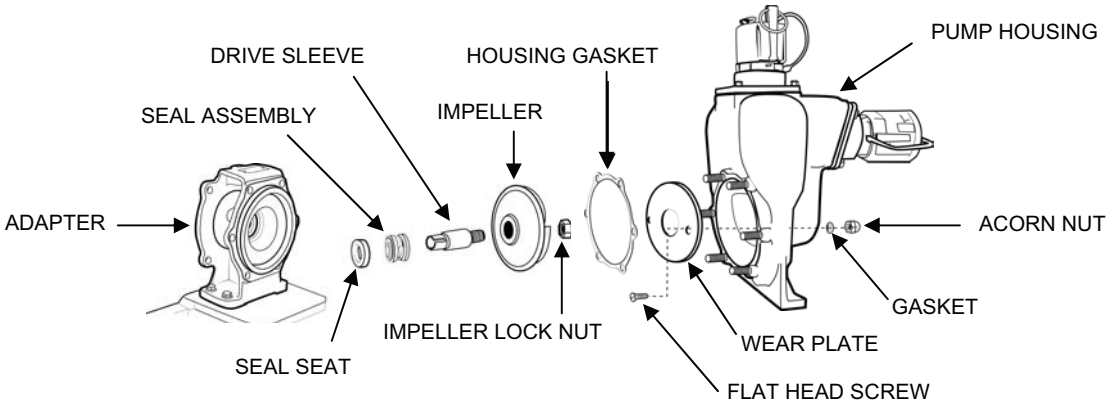

Figure 14. P1/P2 Pump Assembly.
3. Assemble the pump with replacement parts as follows (see Figure 14):